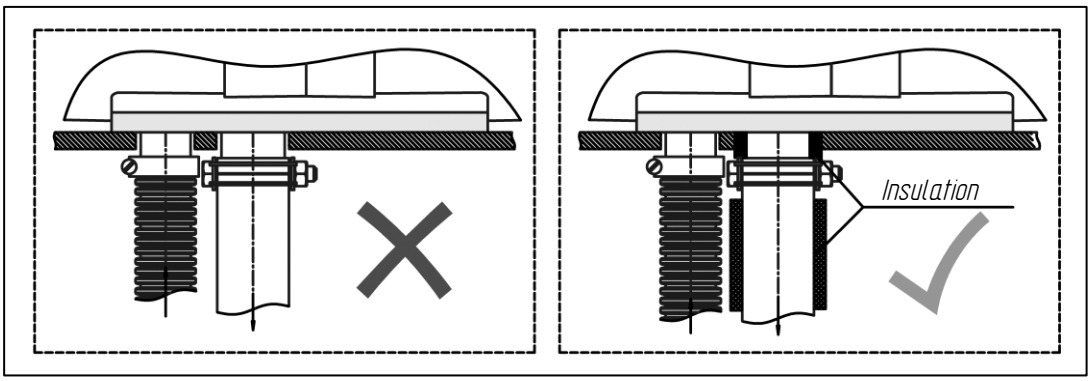

**Fig. 12 – Installation of additional heat insulation**
**Additional heat insulation must be installed at places where the exhaust pipe goes through the floor or the side wall of the vehicle (Fig. 12) to avoid unnecessary fire hazard.**